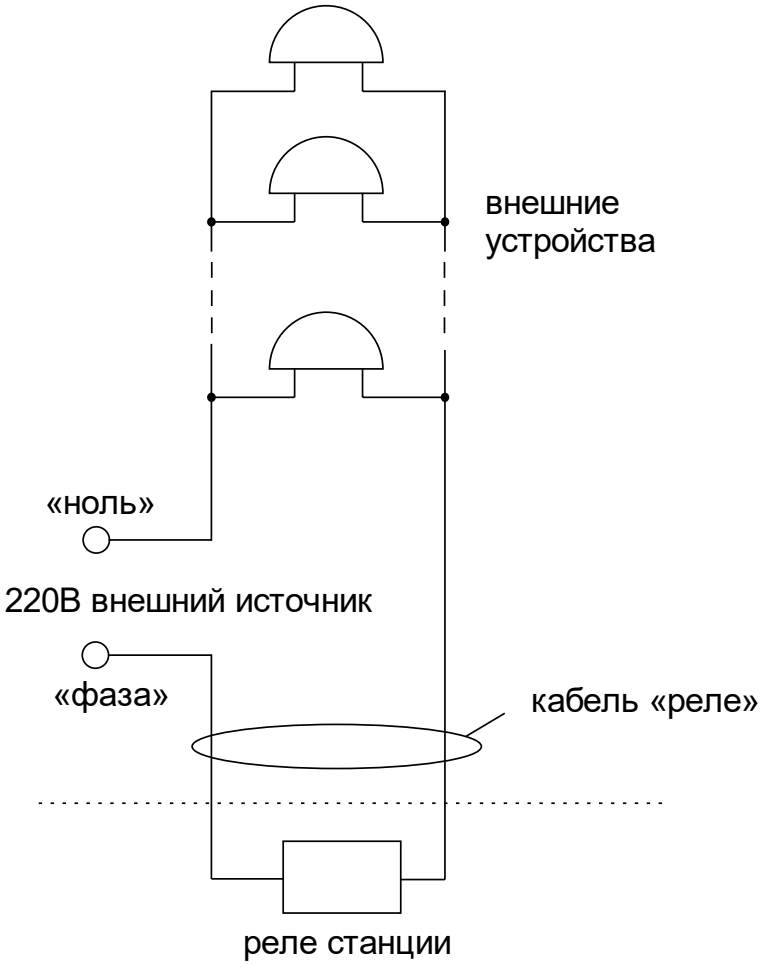

Рис. 1.
Должны быть смонтированы две линии включения внешних устройств по схеме рис. 1. В соответствии с рис. 1 питание на внешние устройства должно подаваться извне (не используется электропитание часовой станции). При этом реле часовой станции замыкают (подключают) фазу внешнего электропитания на внешние устройства каждого канала в соответствии с установленной программой.
4.5 Подсоедините кабели «Реле 1» и «Реле 2» через клеммную коробку следующим образом (см. рис. 1). На один из проводов кабеля «Реле» необходимо подать «фазу» внешней питающей электросети 220 В, предназначенной для питания внешних устройств данного канала; второй конец кабеля «Реле» подключить непосредственно к одному из входов питания внешних устройств данного канала; другой вход питания внешних устройств данного канала подключить на «ноль» питающей электросети 220 В. Все внешние устройства одного канала должны быть соединены друг с другом по входам питания параллельно. К внешним устройства относятся, например, школьные звонки громкого боя.